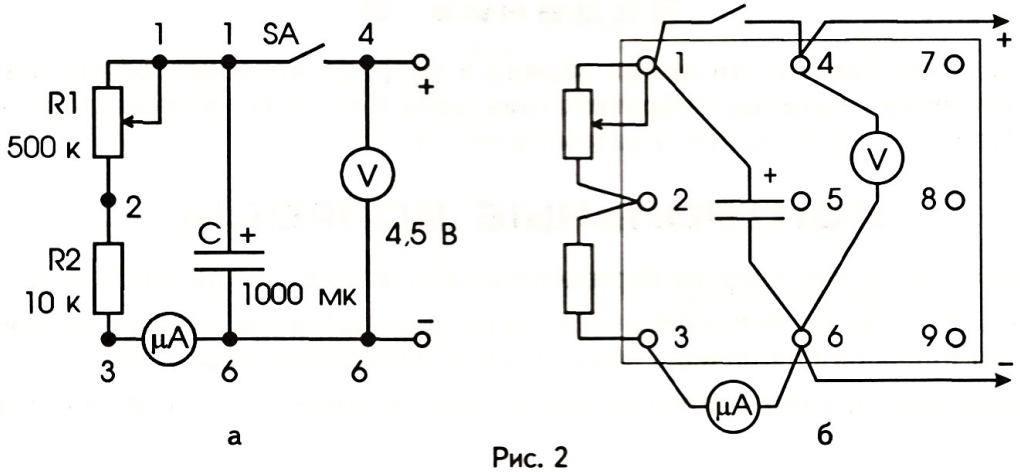

Рис. 2
1. Соберите электрическую цепь по рис. 2, *а*, *б*. Конденсатор возьмите емкостью в пределах 1000–2000 мкФ. Микроамперметр на 100 мкА можно заменить авометром, включенным на предел измерения тока до 0,2 мА, что соответствует 200 мкА. Переменный резистор **R1** на 500 кОм позволяет установить начальный ток разряда конденсатора на удобном для отсчета делении шкалы прибора 100 мкА или 200 мкА. Резистор **R2** 10 кОм защищает микроамперметр от короткого замыкания с источником тока или конденсатором.